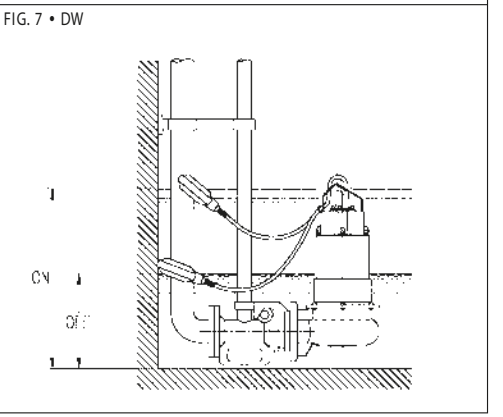

FIG. 9 • BEST 3-4-5
7.2. ELECTROBOMBAS BEST 2-5 (FIG. 9)